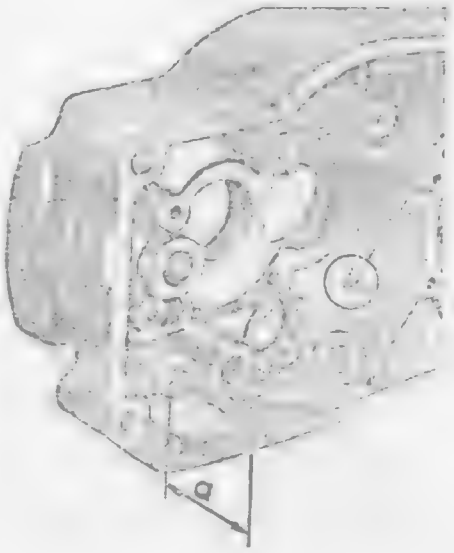

Rys. 57. Zakładanie ogranicznika zmieniacza i prowadnicy oleju
- W zimny kadłub wbić kołek walcowy 8 x 80 /5/ ogranicznika zmieniacza jak pokazano na rys. 57. Kołek musi wystawać $a = 57_{-1}$ mm, mierząc od powierzchni uszczelniającej kadłuba;